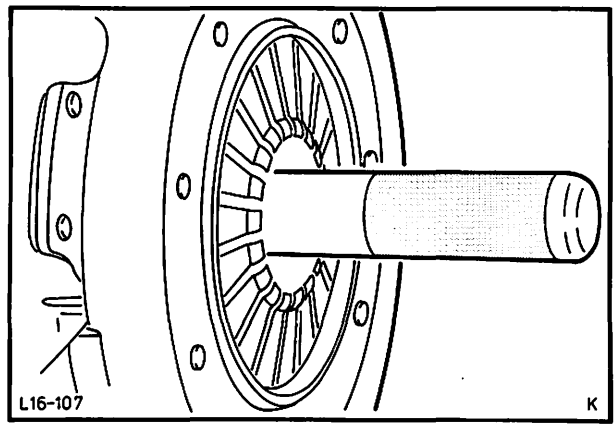

Abb. 138 Kupplungsdruckplatte und Reibscheibe mit Hilfe von Zentrierdorn 21-067 montieren
2. Kupplungsdruckplatte und Reibscheibe mit Spezialwerkzeug 21-044 oder 21-067 an Schwungscheibe ansetzen, dabei muß die flache Seite der Reibscheibe zur Schwungradseite zeigen. Abb. 138.